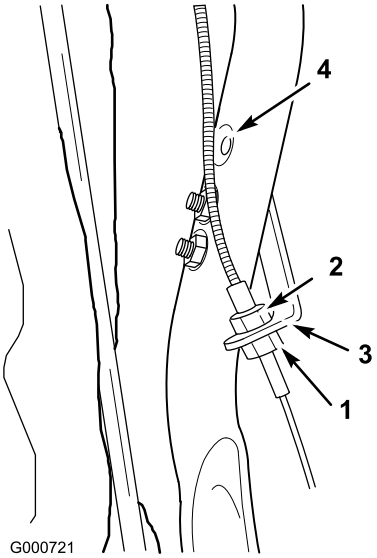

Figur 31
2. Lossa den nedre muttern på fästets undersida (Figur 31).
3. Dra åt den övre muttern för att flytta kabelhuset uppåt (Figur 31), vilket i sin tur flyttar friktionshjulet närmare däcket. (Detta förkortar kabeln för att kompensera för slitaget.)
Obs: Om det inte går att justera kabeln längre, flyttar du fästet till det övre hålet i handtaget och påbörjar justeringsproceduren från början igen (Figur 31).
4. När korrekt justering har uppnåtts, drar du åt den nedre muttern mot fästet för att säkra justeringen (Figur 31).